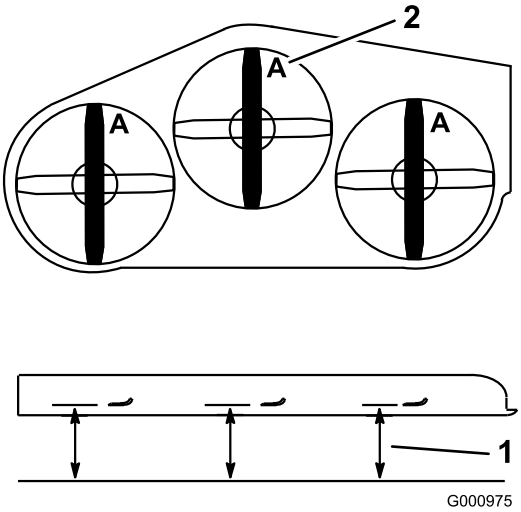

Figur 91
3. Drej knivene, indtil enderne vender fremad og bagud (Figur 91). Mål fra en plan overflade til skærekanten, position **A**, på knivene(Figur 91). Noter dette mål.